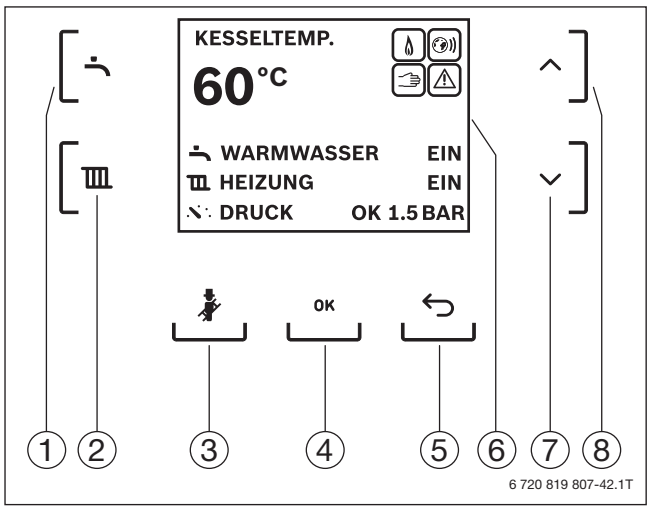

Рис. 30 Індикація та елементи керування базового контролера Logamatic BC30 E
- Налаштування для приготування гарячої води за допомогою меню ГАРЯЧА ВОДА; виклик меню за допомогою кнопки «Гаряча вода» (→ рис. 30, [1])
- Налаштування контура опалення за допомогою меню ОПАЛЕННЯ; виклик меню за допомогою кнопки «Опалення»(→ рис. 30, [2])
- Ручний режим роботи, наприклад, для тесту димових газів; кнопку «Сажотрус» утримувати натиснутою довше, ніж 3 с (→ рис. 30, [3])
- Індикація стану та діагностика несправностей на РК-дисплеї (→ рис. 30, [6])
- Аварійний режим роботи: кнопку «Сажотрус» утримувати натиснутою довше, ніж 8 с (→ рис. 30, [3])